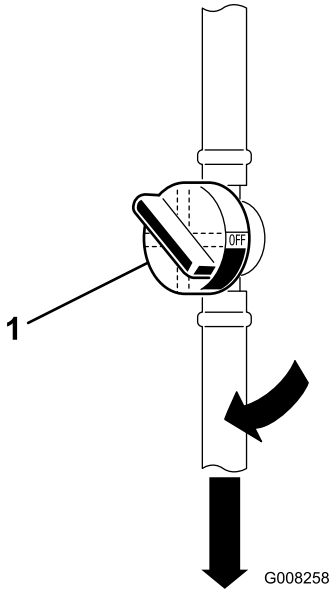

Figur 10
1. Öppna bränslekranen mellan bränsletanken och motorn (Figur 10).